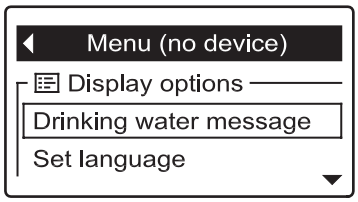

FIG. 104
3. If necessary, press the DOWN (▾) button to scroll through the menu options until **Drinking water message** is highlighted in a box (See Figure 104).
6. Press the SELECT (○) button. The display will go back to the menu shown in Figure 104.